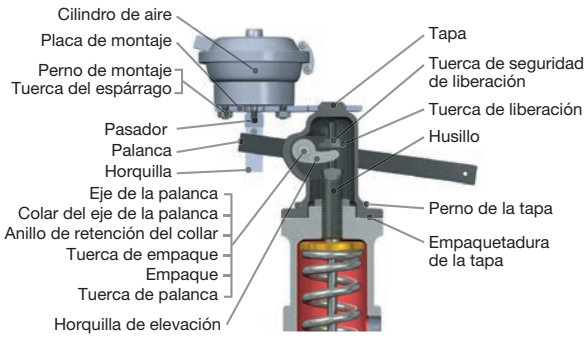

Figura 44: Palanca empaquetada operada por aire
El dispositivo de elevación neumático está diseñado para abrir completamente la válvula con el 75 % de la presión de ajuste debajo del disco de la válvula de acuerdo con la Sección XIII de ASME (UV). Para ciertas aplicaciones, el operador de aire puede estar diseñado para abrir completamente la válvula sin presión en la entrada de la válvula. Un dispositivo operado por aire puede ser operado desde un punto remoto y puede ser utilizado como una válvula de "caída". (Un diseño típico se muestra en la Figura 44, y se puede comprar a Baker Hughes).